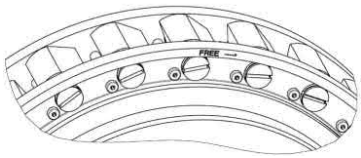

Abb. 5: Klemmkörper in „Eingriff“
- Innenring (2) inklusive Käfig (8) aus dem Außenring (1) heben, dazu geeignete Hebemittel an Hebegewinde des Innenringes anbringen
- Innenring inklusive Käfig (8) mit FREE nach UNTEN auf Montagetisch ablegen
- die Klemmkörper des Freilaufkäfigs mit einer Montagehilfe (O-Ring/ Kabelbinder) in Abhebestellung fixieren (siehe Abb. 5 und 6)
- die Klemmkörper des Freilaufkäfigs mit einem O-Ring/ Kabelbinder als Montagehilfe in Abhebestellung fixieren (siehe Abbildung 5 und 6)
- Innenring (2) mit Käfig (8) in Außenring (1) einsetzen bis die Hälfte des Klemmkörpers verdeckt wird
- Käfig (8) auf den Innenring (2) aufziehen und mit Sicherungsringen (4) axial fixieren